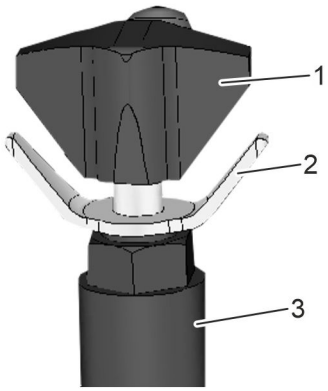

Fig. 24: Pressure adjustment valve
2. Release the adjustment lock (Fig. 24/2). To do so, turn it anti-clockwise.
3. Turn the knob (Fig. 24/1) anti-clockwise. Open completely.
Set the pressure during the forward stroke. To do so, press and hold the white button and slowly turn the knob (Fig. 24/1) clockwise. Note the pressure display.